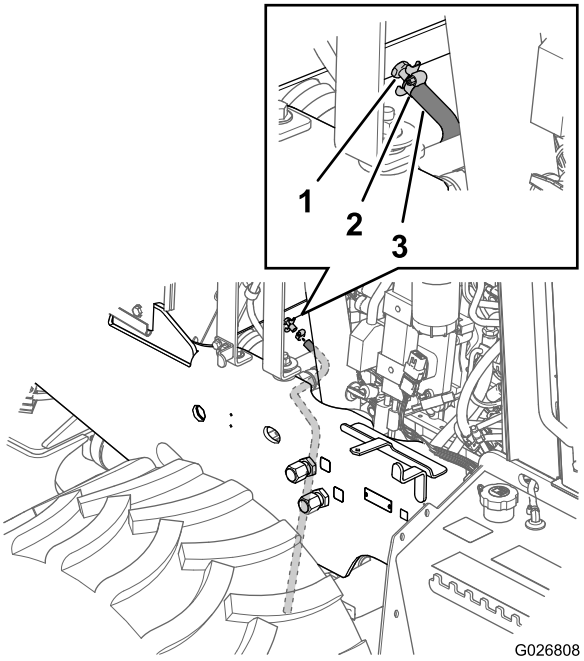
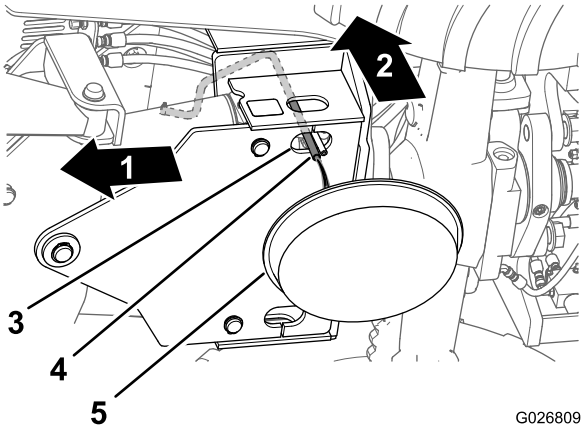
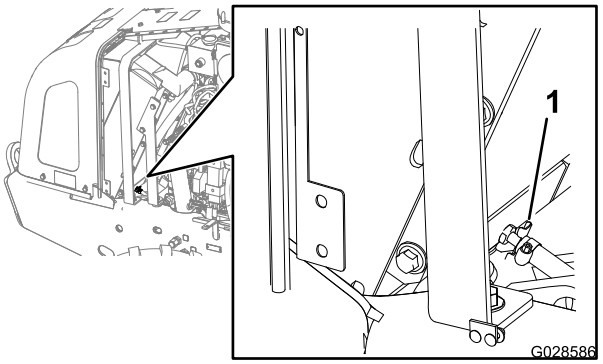

Rysunek 98
Rysunek 99
Rysunek 100
4. Wsuń przewód do odprowadzania chłodziwa 3/8 x 30 cali do wylotu zaworu spustowego chłodnicy (Rysunek 98).
5. Zabezpiecz przewód w zaworze spustowym za pomocą zacisku (Rysunek 98).
6. Poprowadź przewód w dół przez otwór w dolnej płycie montażowej tylnego ostrza (Rysunek 99).
7. Umieść miskę drenażową o pojemności co najmniej 23 l pod otwartym końcem przewodu spustowego (Rysunek 99).
9. Zamknij zawór spustowy (Rysunek 100).
10. Usuń przewód spustowy i zaciski (Rysunek 98 i Rysunek 99).
A. Sprawdź, czy chłodziwo zostało odprowadzone z chłodnicy, a zawór spustowy jest zamknięty (Rysunek 100).
D. Otwórz zawór spustowy i spuść roztwór czyszczący do miski drenażowej (Rysunek 98 i Rysunek 100).
E. Zamknij zawór spustowy (Rysunek 100).
C. Otwórz zawór spustowy i spuść wodę do miski drenażowej (Rysunek 100).